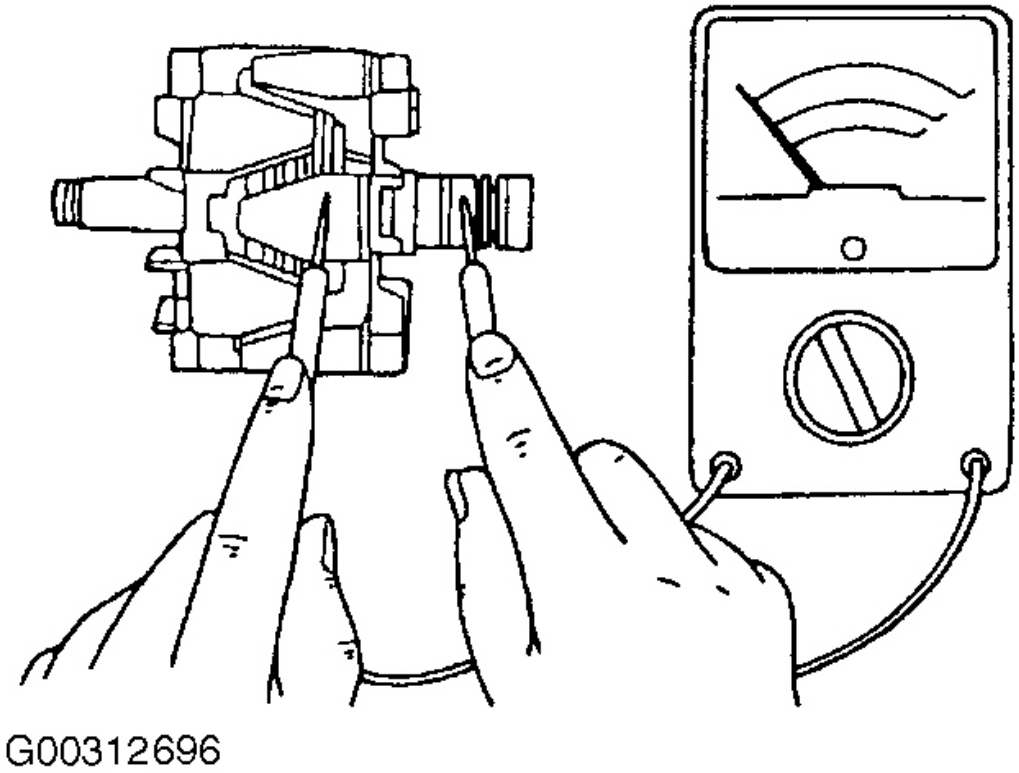

Fig. 20: Comprobación de continuidad entre Slip Ring & Core
2. Comprobar la continuidad entre el anillo de deslizamiento y el núcleo con un comprobador de circuito. Reemplazar rotor si hay continuidad. Ver **La Fig. 20** .